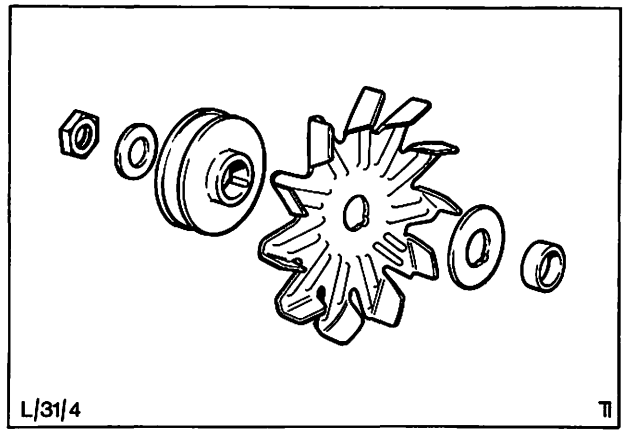

Abb. 90 Keilriemenscheibe und Lüfter
4. Haltemutter der Riemenscheibe abschrauben und Riemenscheibe, Lüfter, Beilagscheibe und Distanzring entfernen, Abb. 90.